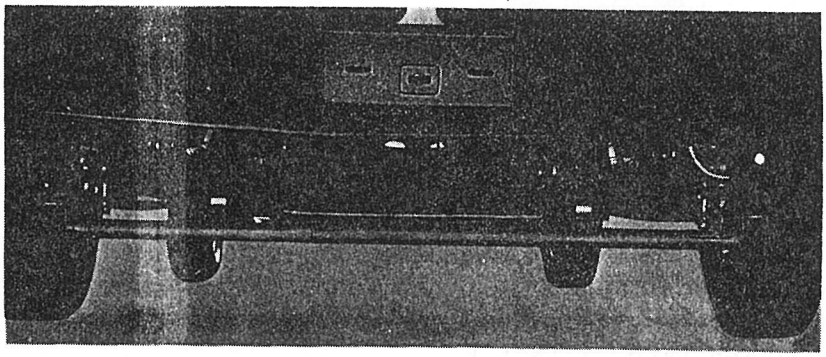

Afb. 2.13.2. Toespoor kontroleren aan voorzijde
c. Plaats een spoorstok, waarvan de kettingen aan de hoogte van het voertuig zijn aangepast, zodanig aan de voorzijde tussen de banden, dat de kettingen de grond raken (afb. 2.13.2.); let op dat de spoorstok zuiver horizontaal loopt.